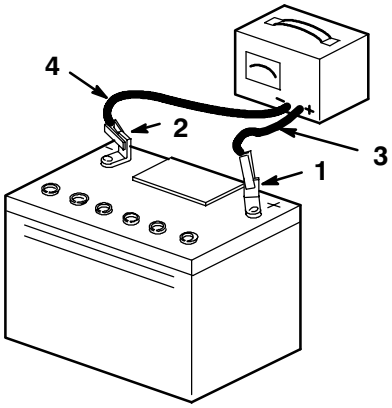

Bild 5
5. Laden Sie die Batterie 10 bis 15 Minuten lang mit 25 bis 30 A oder 30 Minuten lang mit 4–6 A auf (Bild 5). Überladen Sie die Batterie nicht.
6. Ziehen Sie, wenn die Batterie voll geladen ist, den Stecker des Ladegeräts aus der Dose. Klemmen Sie dann die Klemmen des Ladegeräts von den Batteriepolen ab (Bild 5).